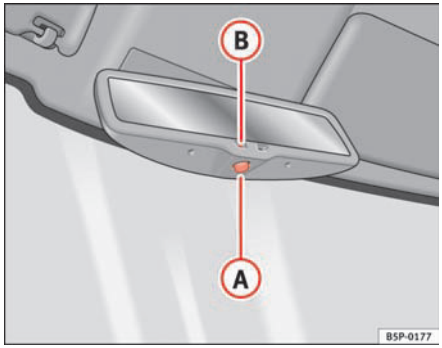

Fig. 87 Automatic anti-dazzle interior mirror
– Press button (A) ⇒ fig. 87. Indicator (B) goes out.
– Press button (A) ⇒ fig. 87. Indicator is lit.